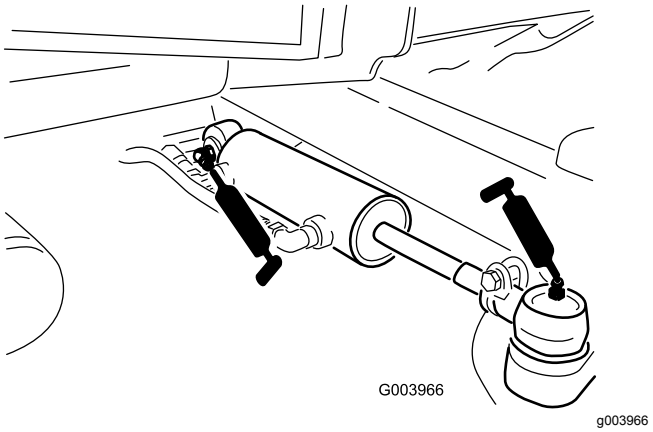

Figur 81
- Styresylinderens kuleledd (2) (Figur 81)